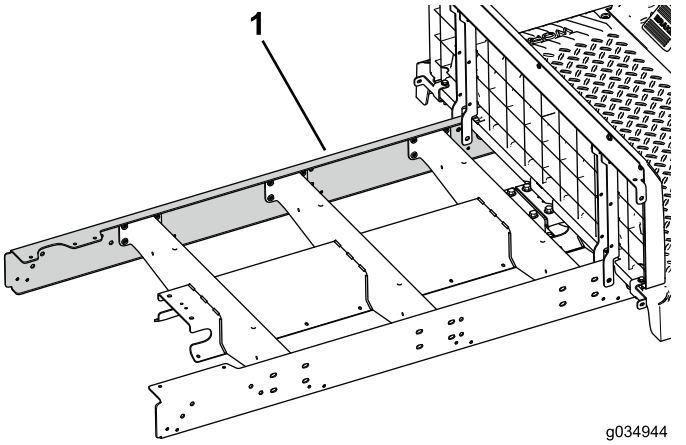

Рисунок 25
5. Свободно установите, не затягивая, удлинительную балку на левую сторону машины (Рисунок 25).